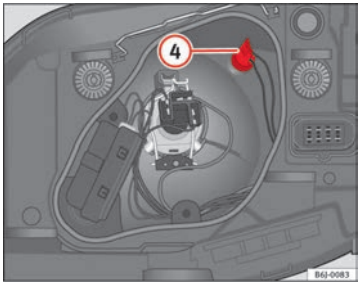

Fig. 150 Luz de posición
– Extraiga el portalámparas (4) ⇒ fig. 150 hacia fuera.